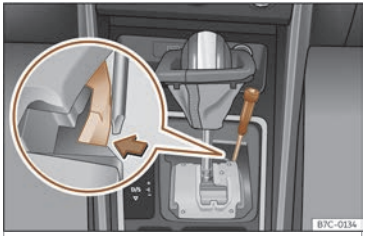

Fig. 142 Panca selectora:desbloqueo de emerxencia na posición de aparcamento.
- Usando a parte plana dun desaparafusador, prema lateralmente a pestana amarela e mantéñaa premida››› **fig. 142** .